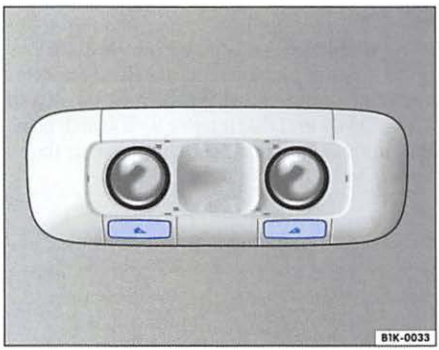

Fig. 42 Section of roof: rear interior light and reading lights
– Press the button ⇒ fig. 42 to switch on the reading light.